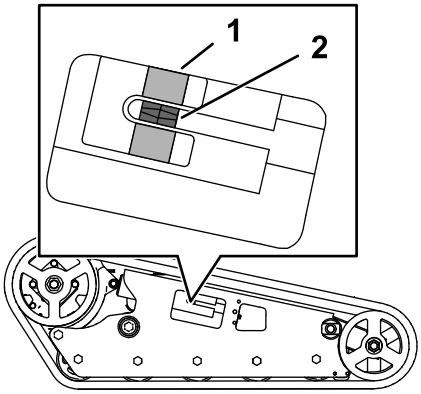

Figura 58
Compruebe que el bloque tensor está alineado con la guía verde de la pegatina, o que el bloque está a 1,3 cm del extremo trasero de la ranura del tubo tensor (Figura 58).
4. Usando una llave de carraca de ½", gire el tornillo tensor hasta que el bloque tensor quede alineado con la guía verde de la pegatina o esté a 1,3 cm del extremo trasero de la ranura del tubo tensor (Figura 58).
8. Compruebe que el bloque tensor quede alineado con la guía verde de la pegatina o esté a 1,3 cm del extremo trasero del tubo tensor en ambas orugas (Figura 58). Ajústelo si es necesario.